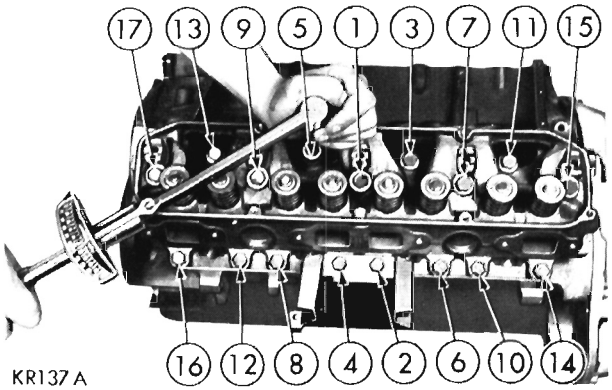

Fig. 10—Cylinder Head Tightening Sequence
(1) Clean gasket surfaces of the cylinder block and cylinder head. Remove all burrs from edges of cylinder heads.
(2) Inspect all surfaces with a straightedge if there is any reason to suspect leakage.
(3) Coat new gaskets lightly with a suitable sealer, Chrysler Number 1057794 or equivalent. Install gaskets and cylinder heads.
(4) Install cylinder head bolts. Starting at top center, tighten all cylinder head bolts to 50 foot-pounds in sequence (Fig. 10).